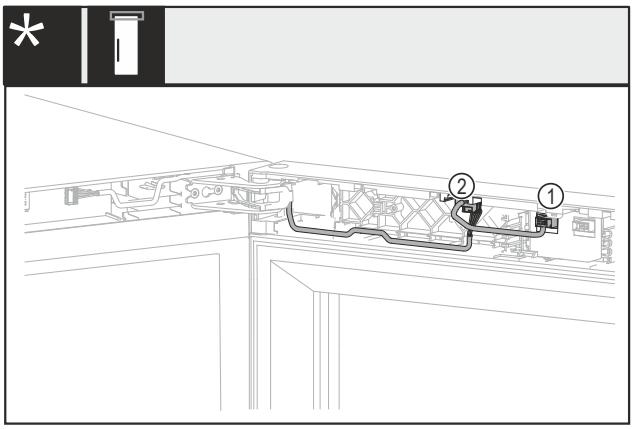

*Fig. 19 无锁或带机械锁**
▶ 拉出插头 *Fig. 19 (1)*。*
▶ 拉出插头 *Fig. 19 (2)*。*